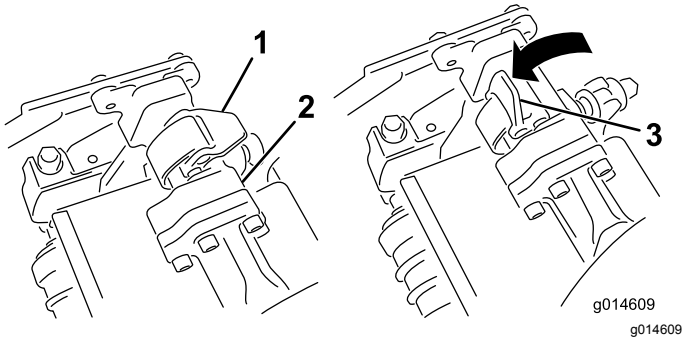
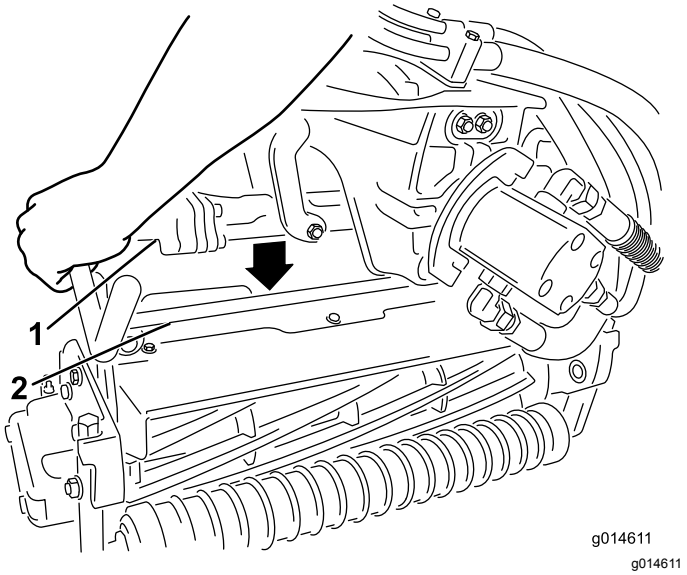

Figuur 42
Figuur 43
3. Zorg ervoor dat de vergrendelingen op de ophangarm omhoog wijzen (dus open staan) (Figuur 42), druk de ophangarm omlaag zodat de stang ervan over de stang aan de bovenkant van het maaidek valt (Figuur 43).
4. Sluit de vergrendelingen rond de stang van het maaidek en vergrendel ze (Figuur 42).
4. Open de vergrendelingen op de stang van de ophangarm van het maaidek dat u wilt verwijderen (Figuur 42).